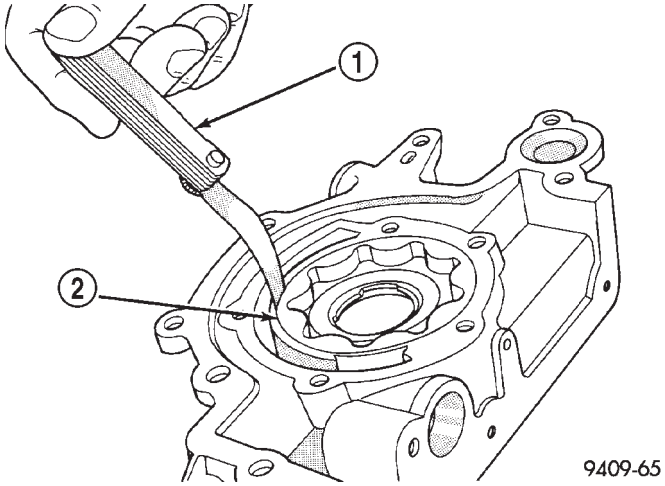

Abb. 131 Spiel des Außenrads im Gehäuse messen
(5) Außenrad in das Pumpengehäuse legen, mit den Fingern an eine Seite des Pumpengehäuses drükken und Spiel zwischen Außenrad und Pumpengehäuse messen (Abb. 131). Bei einem Spiel von 0,39 mm (0,015 Zoll) oder mehr Pumpengehäuse nur dann austauschen, wenn das Außenrad den Sollwerten entspricht.